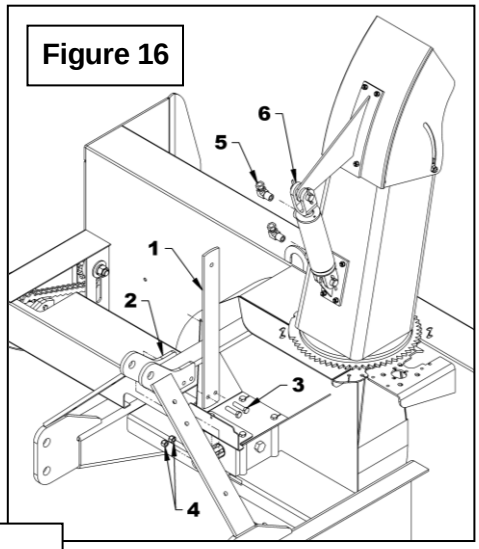

Figure 16
8. **Figure 16:** Install the hose support (item 1) on the three point upper hitch bracket (item 2) right or left (right one is recommended) using two 3/8’’NC x 1 1/2’’ bolts (item 3) and two 3/8"NC nylon insert locknuts (item 4).
9. **Figure 16:** With thread sealant, install a 90° 3/8” NPT male x 1/4” NPT swivel female elbow (item 5) in each cylinder port (item 6). Direct elbows upward by placing the lower one so that the hose does not interfere with the upper hose.